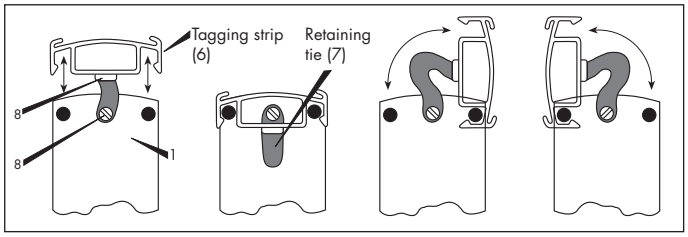

Figure 4.7: Attaching and swivelling a tagging-strip
f) Clip the tag strip holder (6) onto the mounting posts (1) by pushing it downwards (Figure 4.7).
g) If required, swivel the tagging strip vertically (Figure 4.7)